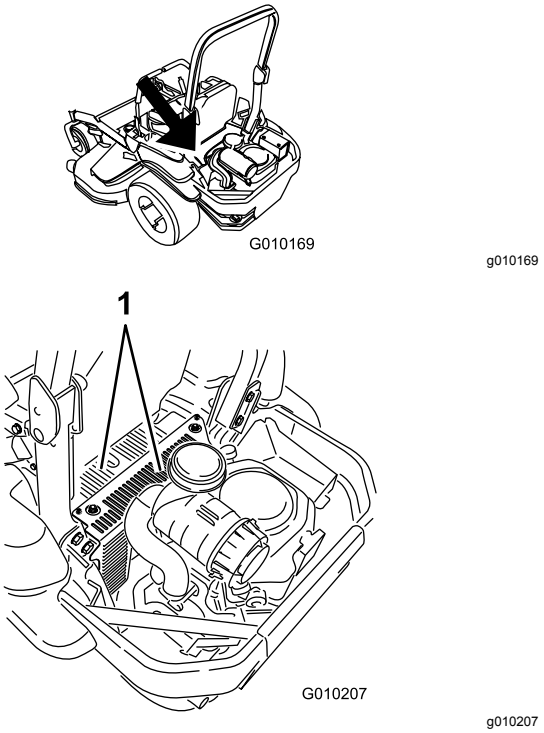

Figuur 80
5. Verwijder vuil en gras van de schermen van de hydraulische eenheid (Figuur 80).